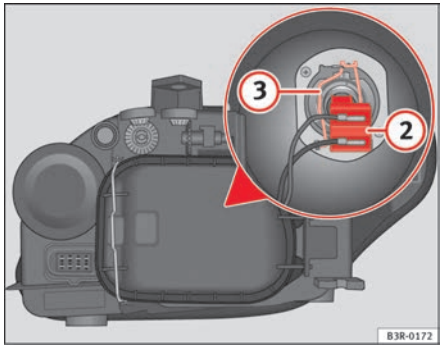

Fig. 194 Dipped headlights
- Pull the connector ⇒ fig. 194 (2) from the bulb.
- Unclip the retainer spring ⇒ fig. 194 (3) pressing inwards to the right.